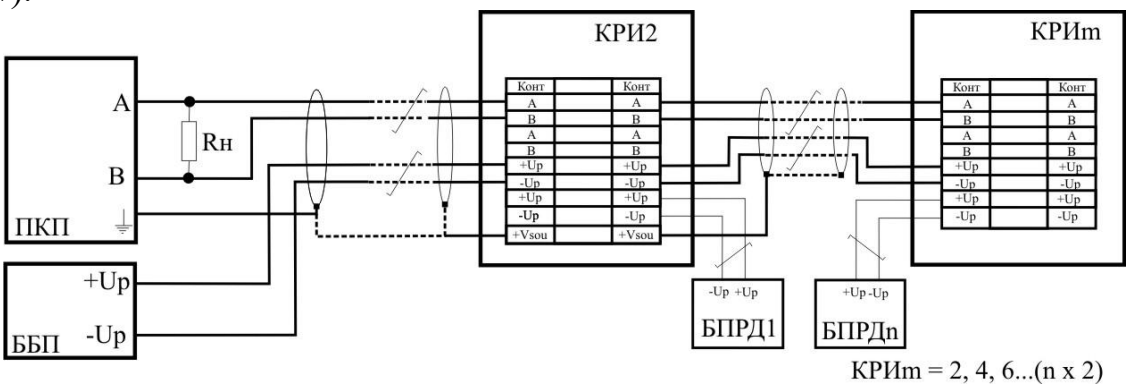

Рис. 10.5
10.6.2 ***Кабель БПРД*** подключить к зажимам КРИ (КССТ-1, КССТ-2, КС-1, КС-2 или др.) в соответствии с маркировкой, рис.10.5 и табл. 10.5. (табл. 10.6 для модификации «С»). На КРИ последнего БПРД можно не подключать линию связи RS-485 (контакты «А» и «В»).